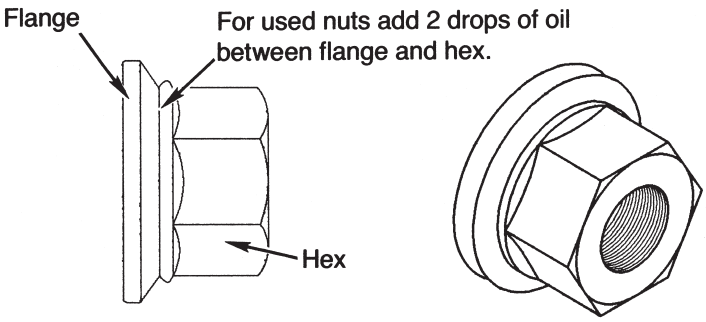

Figure 13
- Before reusing flange nuts that have already been used in service, apply 2 drops of 30 weight oil at one point between the flange and the hex. This will allow the parts to rotate freely and provide the proper clamping force when tightened. (See Figure 13.) Excessive lubricant is not. It will not improve nut performance. And it makes the nuts hard to handle, attracts dirt to the nuts, and may cause unsightly appearance to the wheel. Only used nuts need to be lubricated.